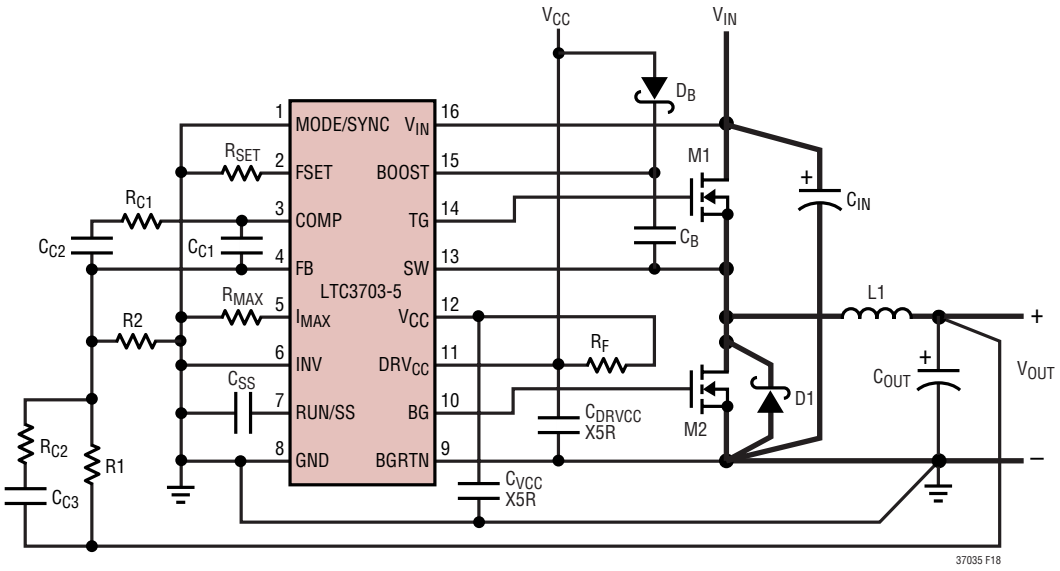

Figure 20. LTC3703-5 Buck Converter Suggested Layout
When laying out the printed circuit board, the following checklist should be used to ensure proper operation of the LTC3703-5. These items are also illustrated graphically in the layout diagram of Figure 20. For layout of a boost mode converter, layout is similar with V_{IN} and V_{OUT} swapped. Check the following in your layout:
5. Place the small-signal components away from high frequency switching nodes (BOOST, SW, TG, and BG). In the layout shown in Figure 20, all the small signal components have been placed on one side of the IC and all of the power components have been placed on the other. This also helps keep the signal ground and power ground isolated.